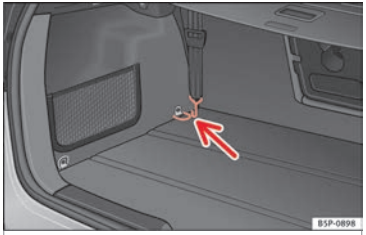

Fig. 108 Fastening rings for the separation net.
– Hook the belts into the front fastening rings to tense the net »» Fig. 108.